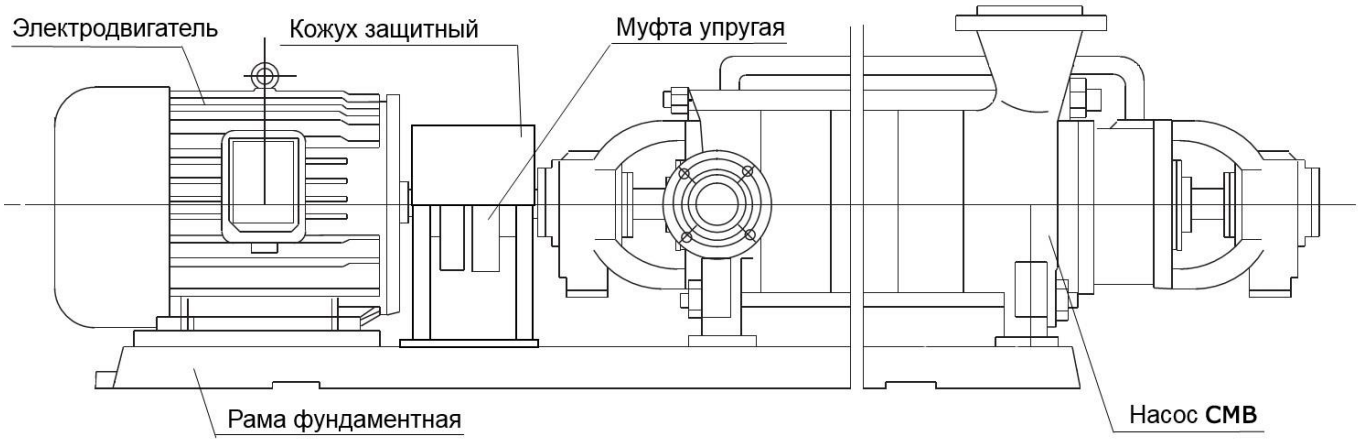
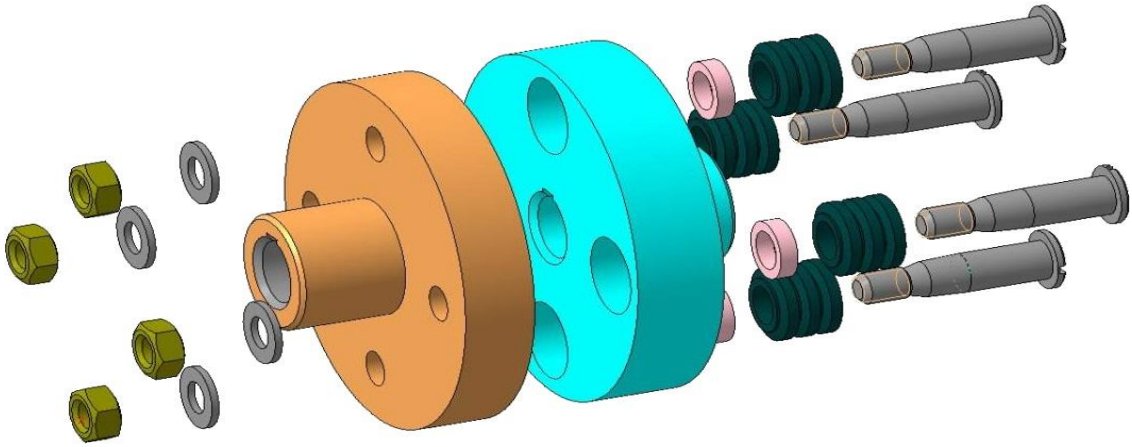

Рис. 12 Сборочная схема агрегата на основе насоса СМВ
Рис. 14 Схема сборки/разборки муфты упругой
Агрегат на основе насоса СМВ состоит из следующих основных частей (Рис. 12):
- рассоединить муфту (согласно схеме Рис. 14);
Демонтировать (Рис. 12) кожух защитный находящиеся на раме фундаментной. Рассоединить части муфты упругой согласно схеме (Рис. 14).